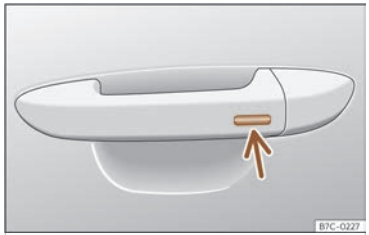

Abb. 61 Türgriff: Sensorfläche.
- **ODER:** mit dem Keyless Access-System (nur Schließen): Finger einige Sekunden auf der Sensorfläche zur Verriegelung ››› **(Abb. 61)** (Pfeil) im Türgriff halten, um die Fenster und das Schiebedach zu schließen. Sobald Sie die Sensorfläche nicht mehr berühren, wird die Schließfunktion unterbrochen.
Halten Sie einige Sekunden lang einen Finger über die Verriegelungssensorfläche ››› **(Abb. 61)** (Pfeil) am Türgriff, damit das Dach geschlossen wird. Sobald Sie die Sensorfläche nicht mehr berühren, wird die Schließfunktion unterbrochen.